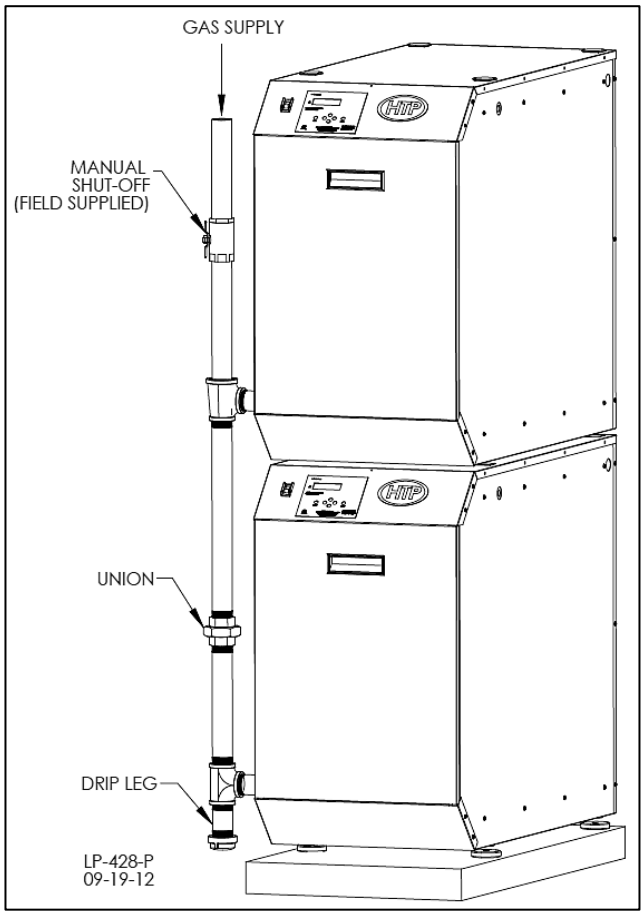

Figure 20 – Gas Connection Detail
2. Loosen the pressure tap with a small screwdriver. Refer to Figs. 20 and 21 for locations.